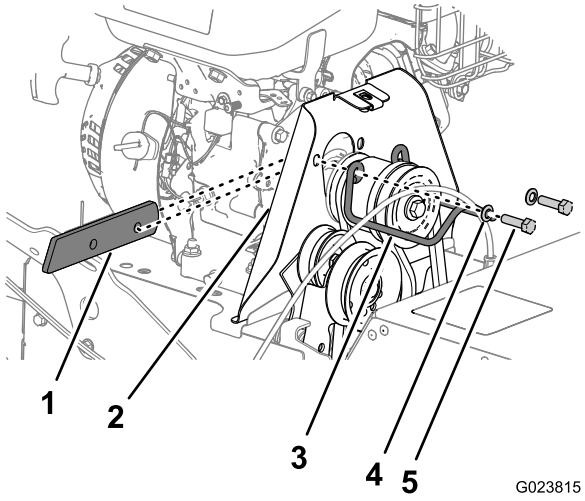

Rysunek 39
2. Odkręć 2 śruby i wyjmij 2 podkładki mocujące prowadnicę paska do maszyny i wyjmij prowadnicę paska oraz podkładkę dystansową (Rysunek 39).
4. Wyrównaj podkładkę dystansową między silnikiem a osłoną koła pasowego oraz otwory w podkładce dystansowej, silniku i osłonie (Rysunek 39).
5. Zamocuj prowadnicę koła pasowego do maszyny za pomocą śrub i podkładek (Rysunek 39), które zdjąłeś, wykonując krok 2 w pkt Zdejmowanie paska napędu szczotki (Strona 25).